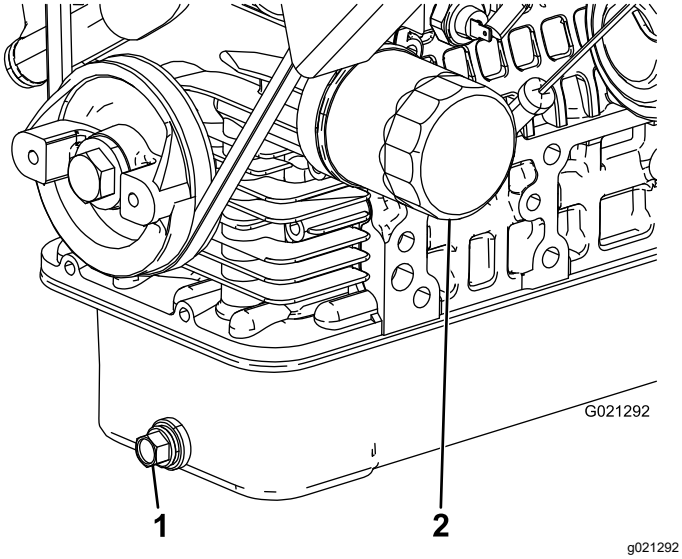

**Figura 37**
2. Retire el tapón de vaciado y deje fluir el aceite a un recipiente apropiado (Figura 37).
4. Retire el filtro de aceite (Figura 37).